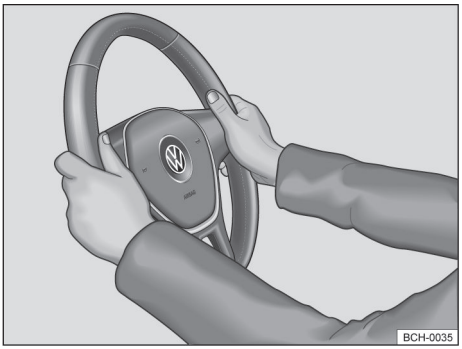

Fig. 62 No volante: posição 9 e 3 horas.
– Ajustar a posição do volante de forma que possa segurá-lo lateralmente pela borda externa *nas posições de 9h e 3h* → Fig. 62 com ambas as mãos e os braços ligeiramente dobrados.
- Empurrar a alavanca (1) sempre pelo manípulo com firmeza para cima após o ajuste, para travar a posição do volante.
- Durante a condução, sempre segurar o volante com ambas as mãos lateralmente na borda externa *nas posições de 9h e 3h* → Fig. 62, para reduzir ferimentos causados por um acionamento do airbag frontal do condutor.